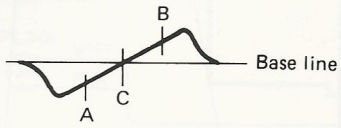

Fig. 3
4. Use the T202 core to form the S-curve shown in Figure 3. Adjust the symmetry of A and B about point C for linearity.